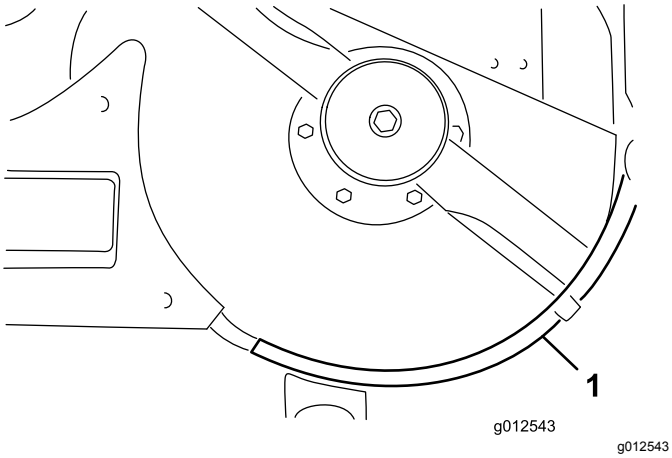

Figure 15
10. Fixez le rebord gauche au plateau au moyen de 2 boulons (¼"-20 x 1"), 1 boulon (¼"-20 x ¾") et 3 contre-écrous (Figure 15). Placez la tête des boulons à l'intérieur du plateau.